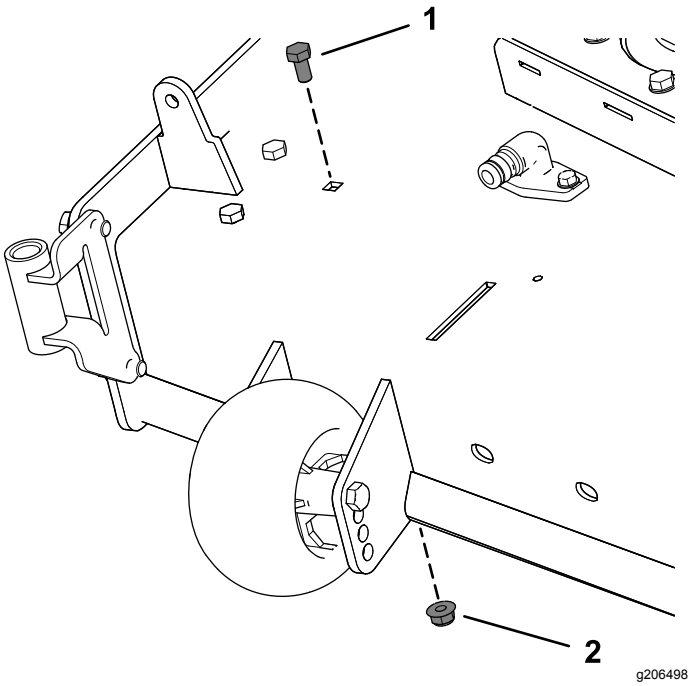

Figur 9
2. Fjern den monterte bolten og mutteren fra klippeenheten (Figur 9).
For 137 cm klippeenheter skal du fjerne bolten og mutteren som vist i Figur 9.